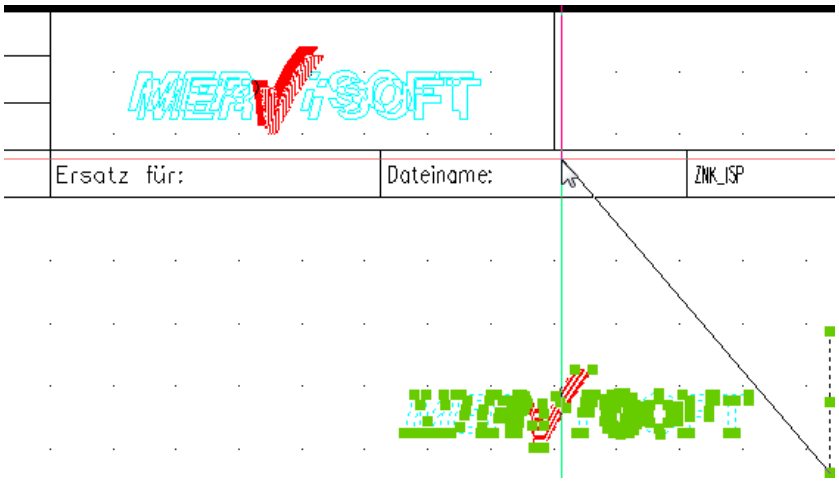

Bild 26.7 – Einpassen des Vektor-Logos ins Leerfeld
- Wählen Sie dann alle Elemente mit einem Zugrahmen und verschieben Sie sie ins Leerfeld (Abb. 26.7).